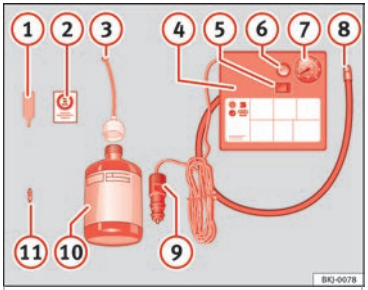

Fig. 74 Standard representation: contents of the anti-puncture kit.
- Unscrew the tyre valve cap and insert. Use the ››› Fig. 74 ① tool to remove the insert. Place it on a clean surface.
- Shake the tyre sealant bottle vigorously ››› Fig. 74 ⑩.
- Screw the inflator tube ››› Fig. 74 ③ into the sealant bottle. The bottle's seal will break automatically.
- Remove the lid from the filling tube ››› Fig. 74 ③ and screw the open end of the tube into the tyre valve.
- Place the insert back into the tyre valve using the tool ››› Fig. 74 ①.
- Screw the compressor tyre inflator tube ››› Fig. 74 ⑧ into the tyre valve.
- Check that the air bleed screw is closed ››› Fig. 74 ⑥.
- Insert the connector ››› Fig. 74 ⑨ into the vehicle's 12-volt socket ››› page 157.
- Turn the air compressor on with the ON/OFF switch ››› Fig. 74 ⑤.